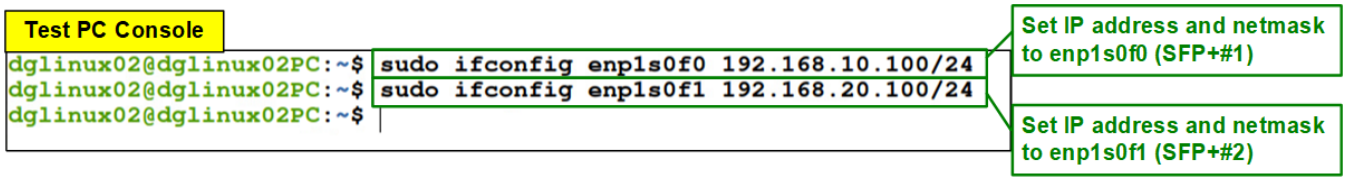

Figure 2-2 Configure IP address and netmask
2) Configure IP address of SFP+#1 (enp1s0f0) to “192.168.10.100” and SFP+#2 (enp1s0f1) to “192.168.20.100” respectively by using “ifconfig” command, as shown in Figure 2-2. Besides, the netmask 24 is set by using the same command.